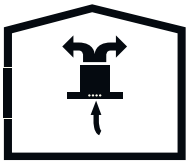

*Fig. 6: Circulação de ar por filtro de carbono*
*O ar absorvido é limpo por filtros de óleo e filtro de carvão ativo e reenviado para a cozinha.Fig. 6*